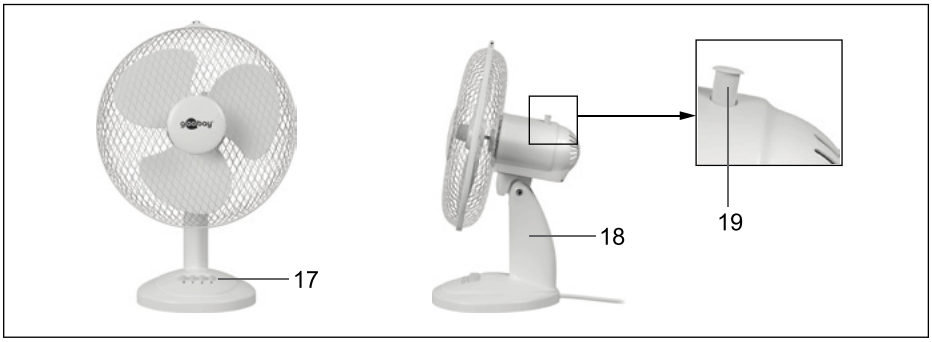

Fig.41: Ventilatore da tavolo montato
11. Avvitare l’anello risultante sul bordo della griglia di protezione posteriore (14).
Il bordo della griglia di protezione deve trovarsi nella scanalatura posteriore (15) del nastro di fissaggio. Vedere Fig. 41 a).
12. Inserire la griglia di protezione anteriore (6) nella scanalatura anteriore (16) del nastro di fissaggio. Vedere Fig. 41 b).
13. Avvitare ulteriormente in senso orario la vite con testa a croce utilizzando un cacciavite apposito. Vedere Fig. 41 c).